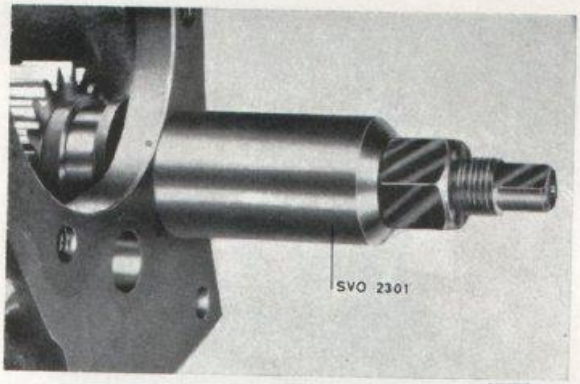

Bild 3-18. Demontering av backväxel
2. Lossa skruvarna för växellådslocket (35 plansch III-A) och lyft bort locket. Tag bort fjädrar (56) och spärrkulor (57) för skiftaxlarna.
3. Tag bort kåpan (13) över skiftaxlarna. Lossa skruvarna i skiftgafflarna. Skjut skiftgaffeln (37) bakåt till 1:ans läge. Driv ut spännstiftet ett par mm (får ej gå emot 1:ans kugghjul). För därefter fram skiftgaffeln så mycket att spännstiftet kan passera framför kugghjulet. Driv ut spännstiftet. Skjut ut skiftaxlarna. Håll därvid emot på skiftgafflarna, så att de ej ställer sig snett och spänner på axlarna. Tag ut skiftgafflarna.
4. Lossa skruvarna för bakre locket (17). Vrid locket så att det inte låser axlarna (2, 5) för mellan- och backhjulen (4,6). Driv ut axeln för mellanhjulet. Axeln drives ut bakåt. Låt hjulet falla ned i botten på lådan.
6. Lossa skruvarna och tag bort locket (67) över ingående axeln (68). Bryt ut tätningsringen (66) ur locket med en mejsel el. dyl.
7. Driv ut ingående axeln. Vid behov borttages låsringen och kullagret (64) pressas av ingående axeln.
8. Tag ut mellanhjulet. Drag ut axeln (5) för backhjulet (6) med avdragare SVO 2301, bild 3-18. Tag ut backhjulet och växelhävarmen (8).